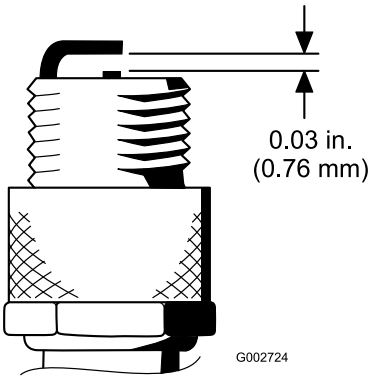

Figuur 40
4. Zorg ervoor dat de elektrodenafstand tussen de centrale elektrode en de massa-elektrode 0,76 mm bedraagt; zie Figuur 40.